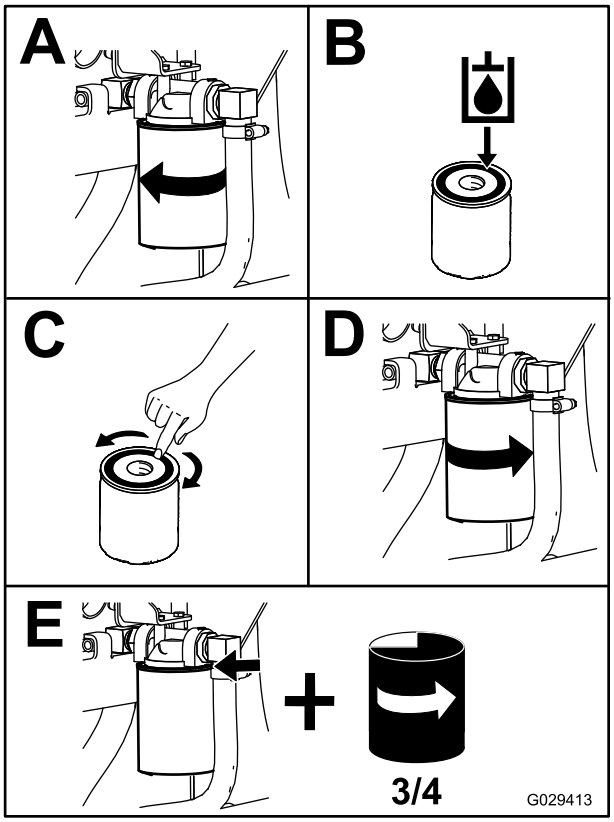

Rysunek 58
4. Umieść miskę spustową pod filtrem i wymień filtr (Rysunek 58).